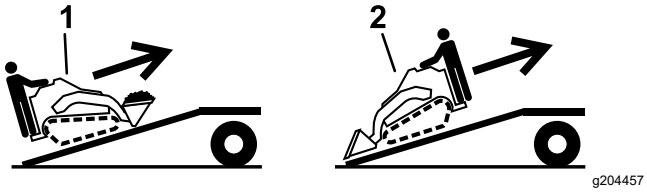

Rysunek 28
5. Załadunek maszyny na przyczepę wykonuj tak, aby cięższa jej strona była po wyższej stronie pochylni, ładunek przewoź nisko (Rysunek 28).